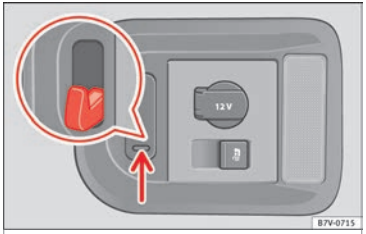

Afb. 172 In de bagageruimte: haken voor tassen.
Rechts in de bagageruimte bevinden zich enkele haken voor kantelbare tassen ››› afb. 172 waaraan u lichte tassen kunt ophangen.
- Druk de tashaken omlaag ››› afb. 172 (pijl) en klap ze neer.